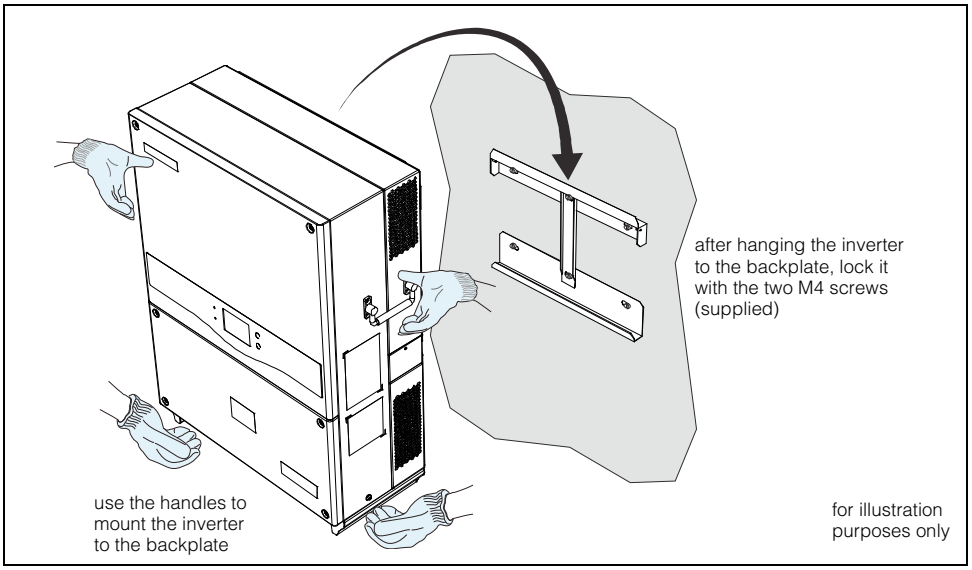

Figure 2-6 Mounting the CL36
7. Lock the inverter to the backplate by fastening the two screws (M4x16) as shown. See Figure 2-6.
6. Mount (hang) the inverter manually onto the backplate. See Figure 2-6, “Mounting the CL36” on page 2–9 for a similar illustration.
7. Lock the inverter to the backplate by fastening the two screws (M4x16). See Figure 2-6, “Mounting the CL36” on page 2–9 for a similar illustration.